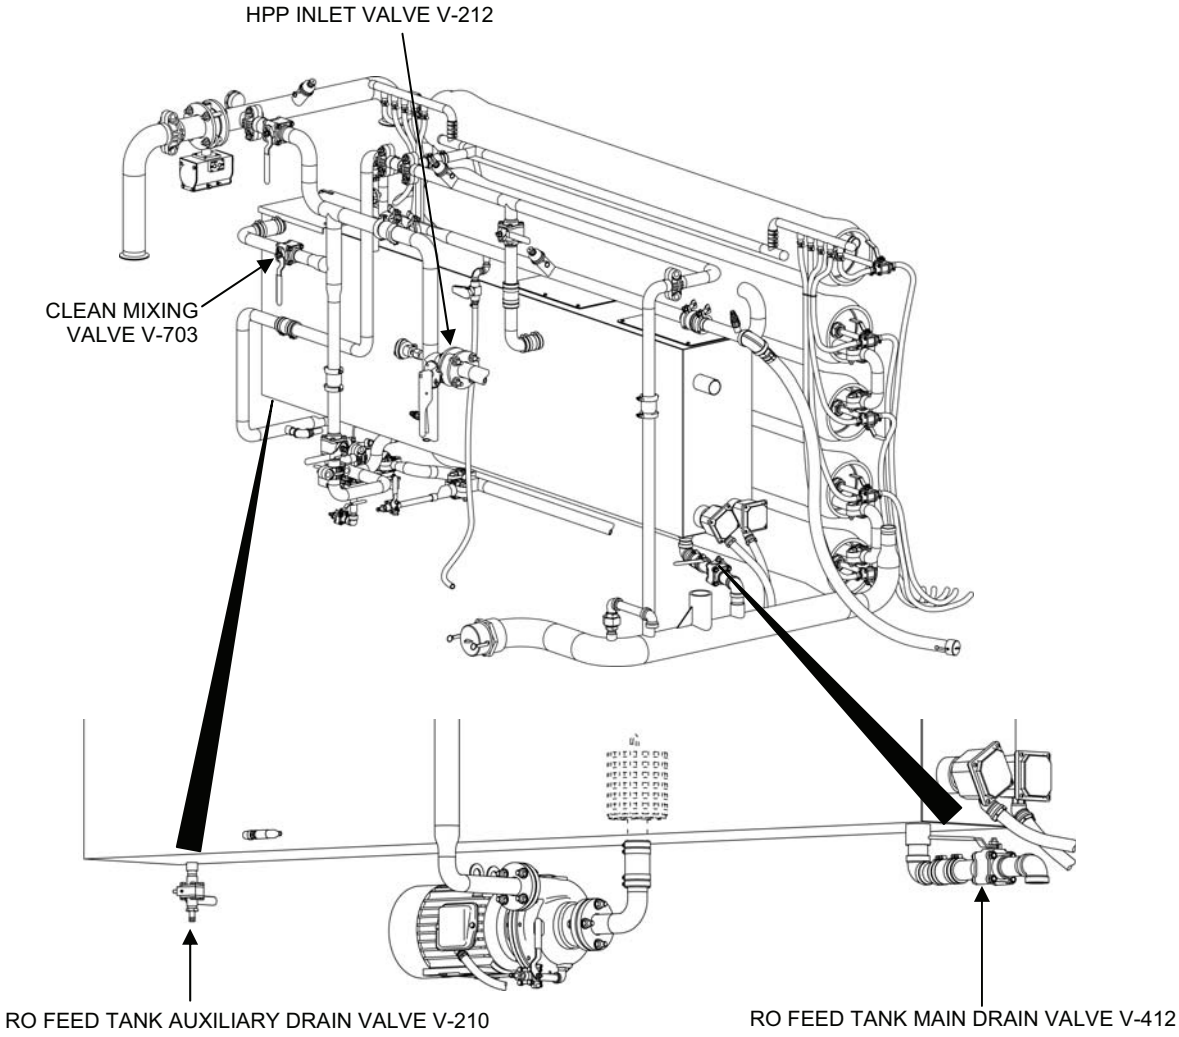

Figure 5. Valves for Preparing Water for RO Detergent Cleaning.
5. Prepare water for RO detergent cleaning as follows (Figure 5):